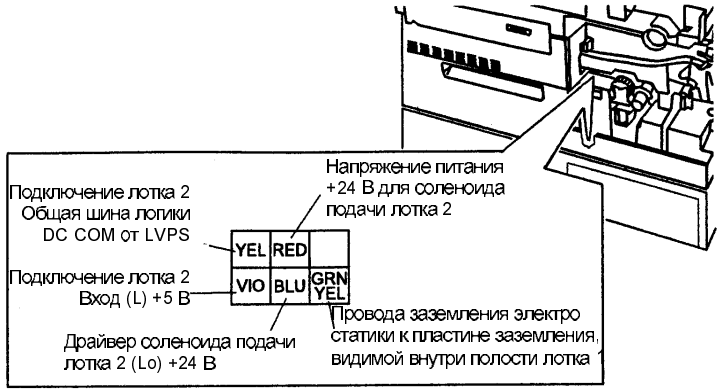

Рис. 1. Разъем лотка 2
Подготовьте измерительный прибор к измерению постоянного напряжения +5 В. Подключите красный провод прибора к фиолетовому проводу, который на Рис. 1 обозначен как "Tray 2 Connected Input (L) +5VDC", а черный провод подключите к металлической части корпуса аппарата. **Измерено напряжение приблизительно +5 В.**